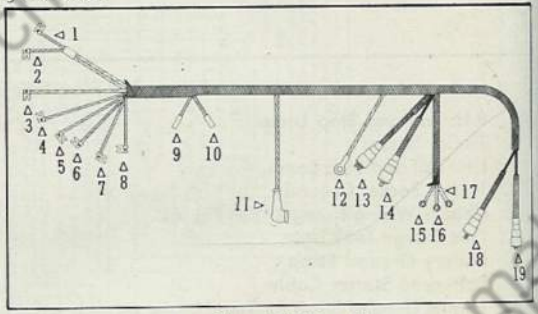

Fig. 6. Chassis Wiring Harness
C. **Chassis Wiring Harness** (Fig. 6)—Chassis wiring harness extends from upper and lower dash junction blocks, along left-hand side rail to rear cross member, to right and left-hand stop and tail lamps. Wires from this harness connect to gas gauge tank unit, and stop light switch on hydraulic master cylinder.